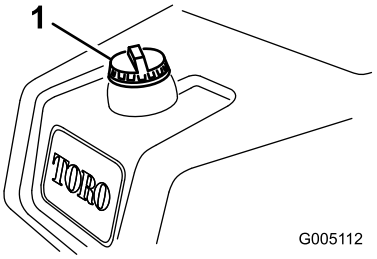

Figur 24
1. Rengjør rundt drivstofflokket (Figur 24).